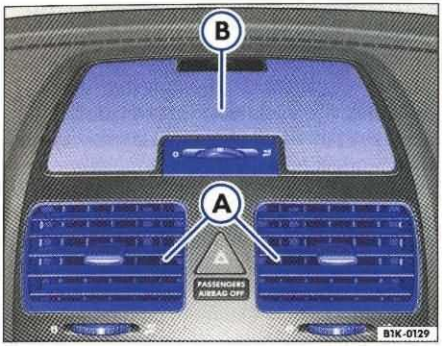

Rys. 102 Środkowy wylot powietrza (A) i wyloty powietrza (B) dla wentylacji pośredniej
Aby uzyskać nawiew wolny od przewiewów, wyloty powietrza ⇒ rys. 102 (A) można zamknąć, a wyloty (B) przy użyciu pokrętła. ◀